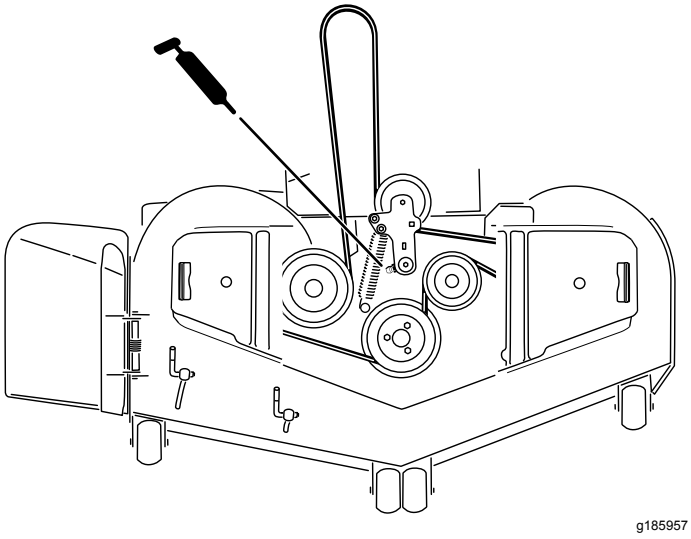
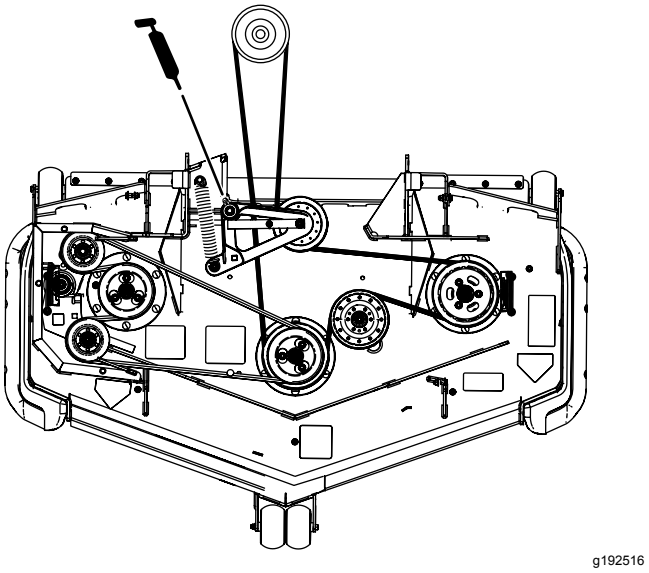

Figuur 53
Figuur 54
5. Smeer het scharnierpunt van de spanpoelie van het maaidek tot het smeer er aan de onderzijde uitkomt (Figuur 53 of Figuur 54).